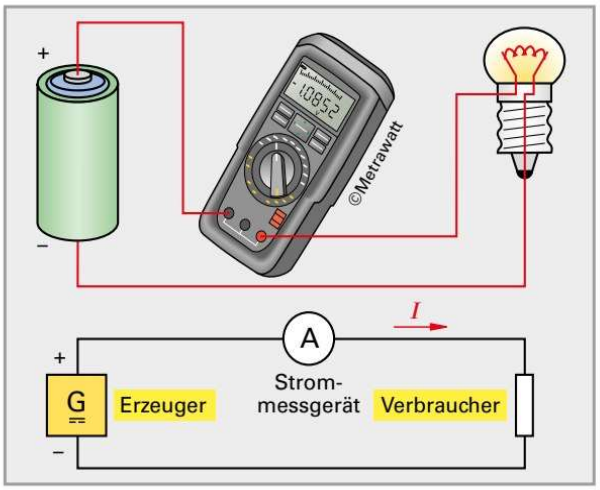

Bild 5: Strommessung
Die Spannung ist die Ursache für den *elektrischen Strom*. Elektrischer Strom fließt nur im geschlossenen Stromkreis. Der *Stromkreis* besteht aus dem Erzeuger, dem Verbraucher, der Leitung und z. B. einem zusätzlichen Strommessgerät **(Bild 5)**.
Die *elektrische Stromstärke* (Formelzeichen I) misst man mit dem Strommessgerät (Bild 5, vorhergehende Seite). Die Einheit der elektrischen Stromstärke I ist das Ampere[1] (A). Im Schaltzeichen des Strommessgerätes steht A oder I.
In Schaltbildern wird die technische Stromrichtung verwendet (Bild 5, vorhergehende Seite). Der Strom fließt also vom Pluspol zum Minuspol des Generators.